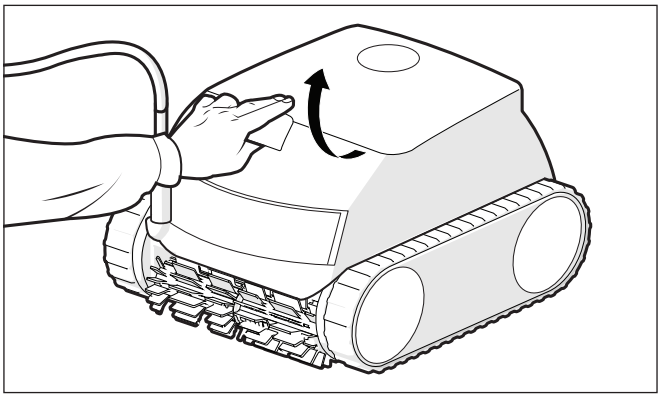

Figure 11. Soulever le couvercle du nettoyeur
2. Déverrouillez le couvercle du nettoyeur pour accéder au panier filtrant (Figure 11).